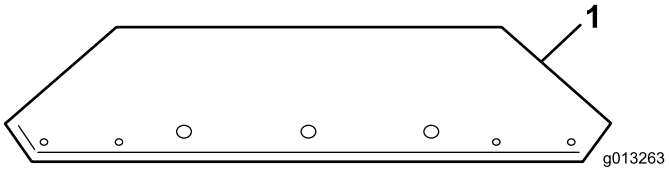
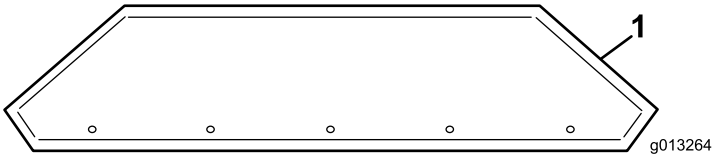

Figura 10
Figura 11
1. Retire as extensões da tremonha da caixa e identifique a parte da frente e a de trás (Figura 10 e Figura 11).